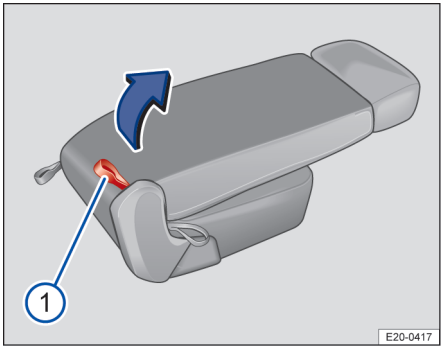

Fig. 67 Deuxième rangée de sièges : Escamotage d'un siège
2. Tirez sur la dragonne rouge → fig. 67 ① au dos du siège et basculez le siège vers l'avant.